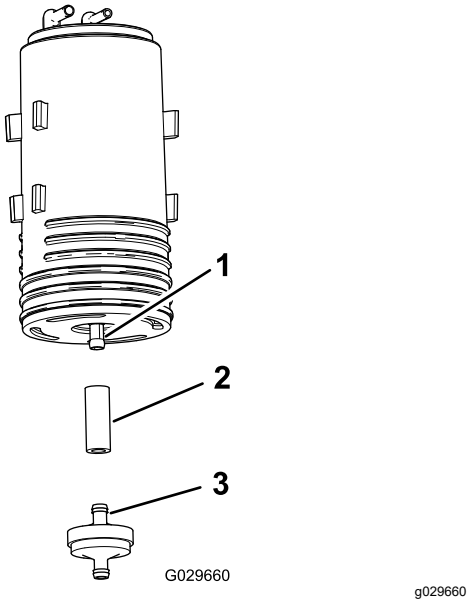

**Figura 49**
4. Retire el filtro del cartucho de carbón y la sección corta de manguera del acoplamiento inferior del cartucho de carbón antiguo (Figura 49).
5. Instale la manguera en el acoplamiento inferior del cartucho de carbón nuevo (Figura 49).
6. Introduzca el acoplamiento de un filtro del cartucho de carbón nuevo en la manguera (Figura 49).